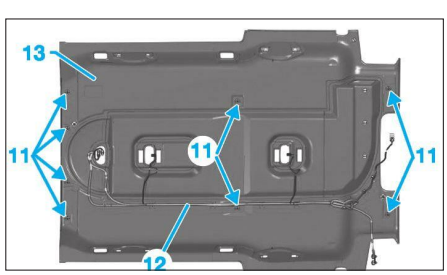

**Fig. 51**
• Déposer les agrafes (11) de la garniture de pavillon arrière **(Fig.51)**.
• Dégager le faisceau des agrafes (12) et déposer la garniture de pavillon arrière (13).